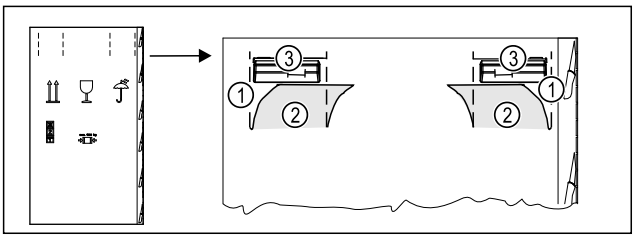

Fig. 4
- ▶ Apăsați în interior cartonul de ambalare sus la perforație *Fig. 4 (1)*.
- ▶ Extrageți lamelele apăsate în interior *Fig. 4 (2)*.
- ▷ Mânerul de transport *Fig. 4 (3)* dreapta și stânga este vizibil.
- ▶ Țineți aparatul de mânerele de transport *Fig. 4 (3)*.